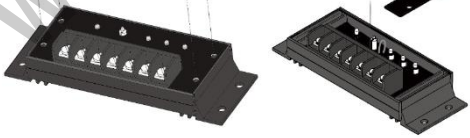

図 3.2　表面プレートの取りはずし
1. SunSaver の表面にある 4 つのねじを取りはずしてください。(図 3.2 参照)
2. SunSaver の表面プレートを丁寧に取りはずしてください。時折，樹脂が表面プレートにしっかりと付いていることがあります。小さいマイナスドライバーを使用して SunSaver 本体から表面プレートを取りはずしてください。(図 3.2 参照)